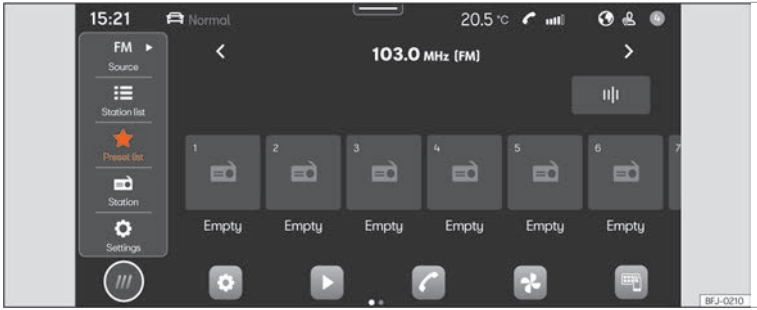

Fig. 126 Schematic representation: Radio view
- Press **HOME** > ››› Fig. 126.